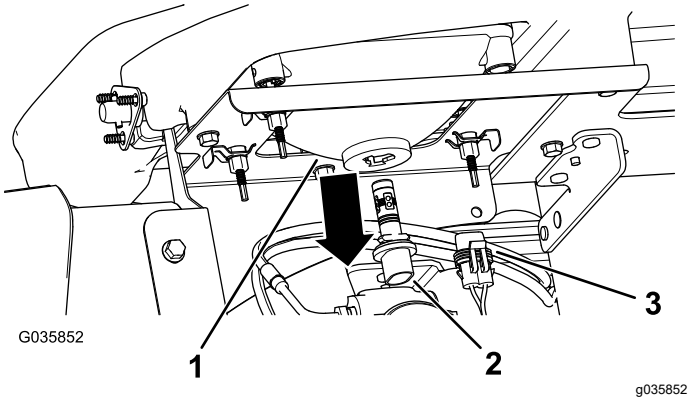

Figuur 44
3. Maak de elektrische aansluiting voor de kabelboom los van de lampaansluiting aan de achterkant van de behuizing van de koplamp (Figuur 44).
4. Draai de lamp een kwartslag linksom en duw ze naar achteren, uit de behuizing van de koplamp (Figuur 44).
5. Monteer de nieuwe lamp en de nieuwe behuizing voor de koplamp; lijn de lipjes van de lamp uit met de sleuven in de behuizing van de koplamp (Figuur 44).
6. Bevestig de lamp door deze een kwartslag rechtsom te draaien (Figuur 44).
7. Koppel de elektrische aansluiting voor de kabelboom aan op de aansluiting van de nieuwe lamp (Figuur 44).